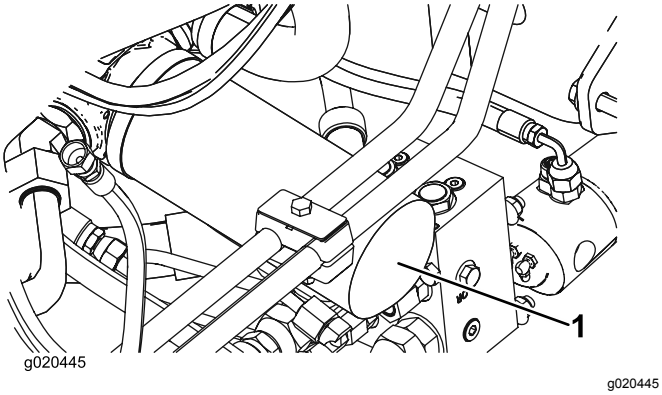

Figur 100
2. Rengör runt områdena där filter monteras. Ställ ett avtappningskärl under filtret och ta bort filtret (Figur 100).